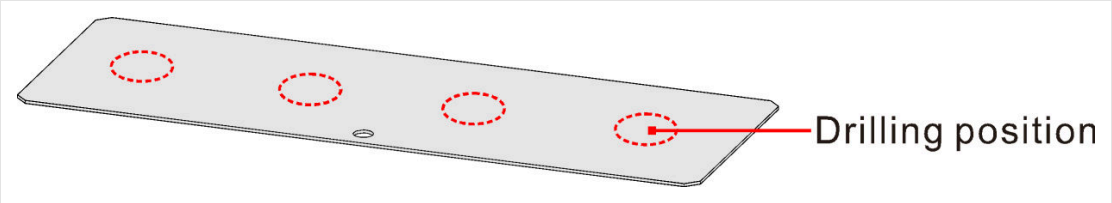

FIGURE 4-21 Step 2 — recommended drilling positions on the bottom plate
2. Drill the cable entry holes in the bottom plate: recommended positions in Figure 4-21, sizes in Table 4-7. You can drill them to suit the site.